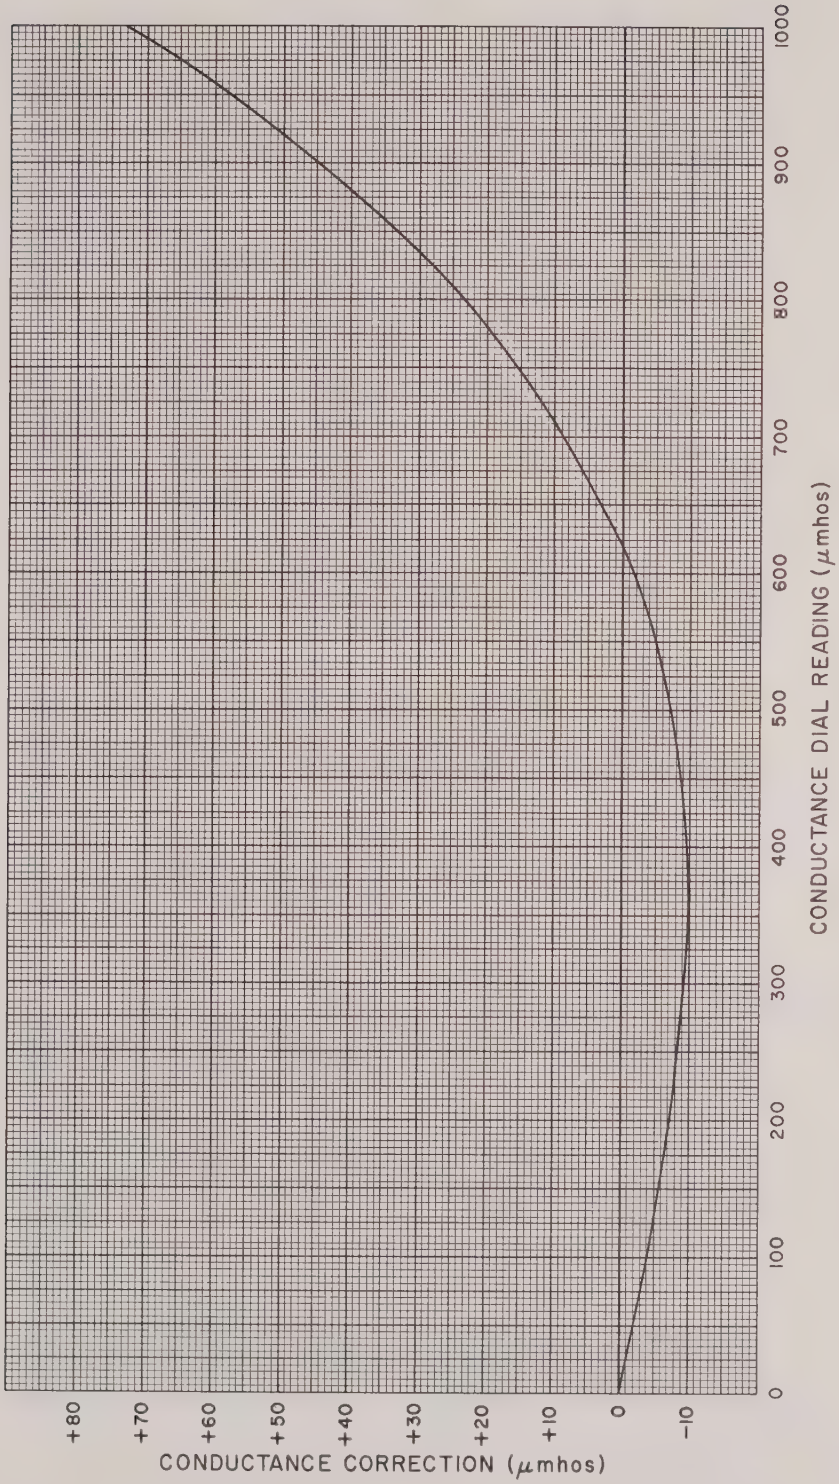

Figure 8. Conductance Correction for DIVIDE G/MULTIPLY R X1 Range
j. Read the conductance of the test specimen on the G-scale of the CONDUCTANCE dial. If the MULTIPLY C switch is in the 1 position, correct the conductance reading in accordance with Figure 8. If the DIVIDE G/MULTIPLY R switch is in the 1 position, correct the conductance reading in accordance with Figure 9.